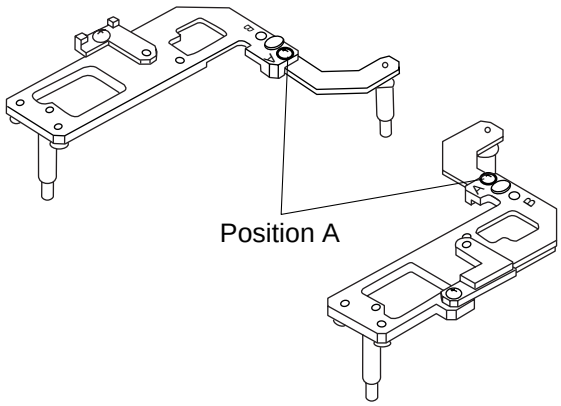

Figure 10-218
3) Extend the arm accommodated by the main frame unit it butts against the stopper as in Figure 10-218.